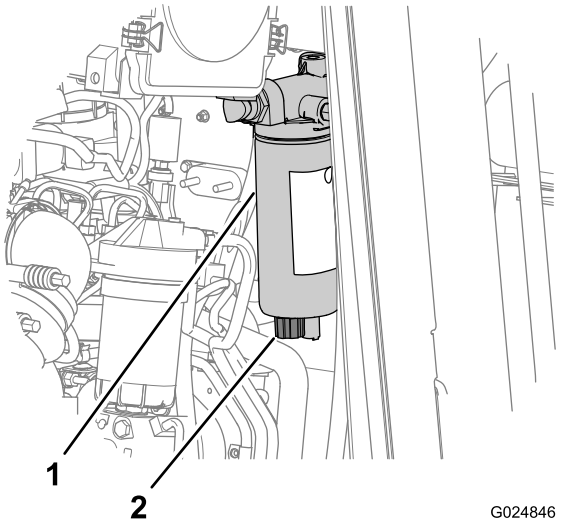

Bild 21
2. Stellen Sie ein Auffangwanne unter das Ablassventil am Kraftstoff-Wasserabscheider (Bild 21).